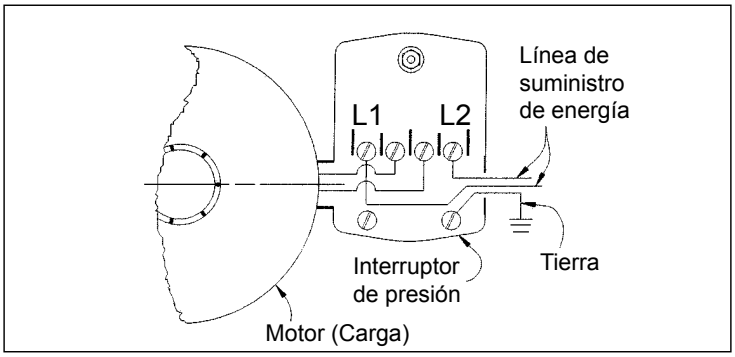

FIG. 2 - CONEXIONES ELÉCTRICAS
e) **Cableado:** Un electricista debería hacer el cableado y conectar el servicio eléctrico a la bomba. El interruptor de presión es cableado al motor en la fábrica y el voltaje al cual ha sido cableada la bomba está indicado en un rótulo en la parte posterior del motor. Asegúrees que el motor esté cableado para el mismo voltaje que el suministro eléctrico. Vea en la placa de la marca del motor o interior de la cubierta del terminal las instrucciones de cambio de voltaje. La línea de energía debe conectarse a los terminales del interruptor de presión marcados con "Line" o "Línea" (Fig. 2). Se recomienda que se derive un circuito independiente del tablero de distribución a la bomba. Debe usarse un circuito con protección de falla de conexión a tierra (GFI) para todos los aparatos eléctricos que operen cerca del agua. Instale un interruptor adecuado activado por fusible en la línea y asegúrese que el cableado sea del tamaño adecuado y esté propiamente aislado. **Un cable de**